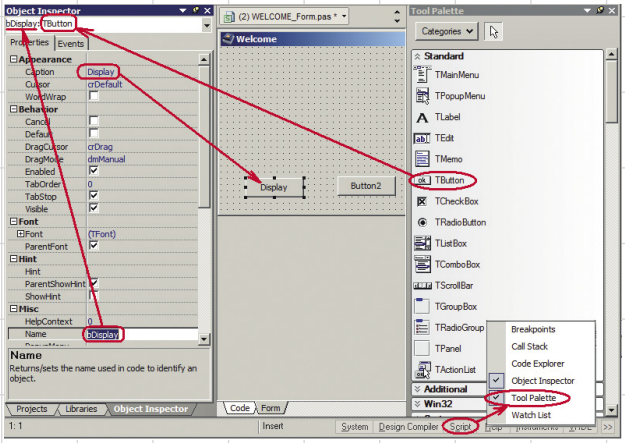

Рис. 6. Назначение инструментов управления для скрипт-формы
- кнопкой **Script** в правом нижнем углу главного окна программы активизируем контекстное меню и открываем панель рабочего пространства **Tool Palette** (рис. 6, правая панель), в которой размещены более ста пиктограмм инструментов управления для скрипт-формы (компонентов);
- повторяем это действие еще раз и помещаем в окно скрипт-формы вторую кнопку — Button2 (рис. 6, в центре).
- в панели **Object Inspector** (рис. 6, левая панель) отображаются свойства кнопки;